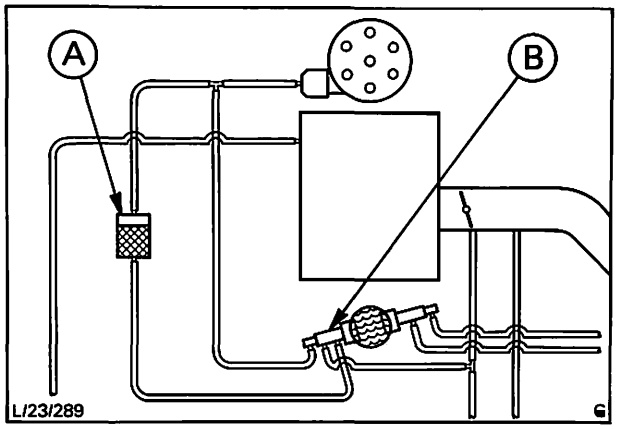

Fig. 58 Einbau des Zündhalteventils (2,8-Ltr.-Benzin-Einspritzer mit Automatik)
a) Verzögerungsventil (A in Abb. 58):